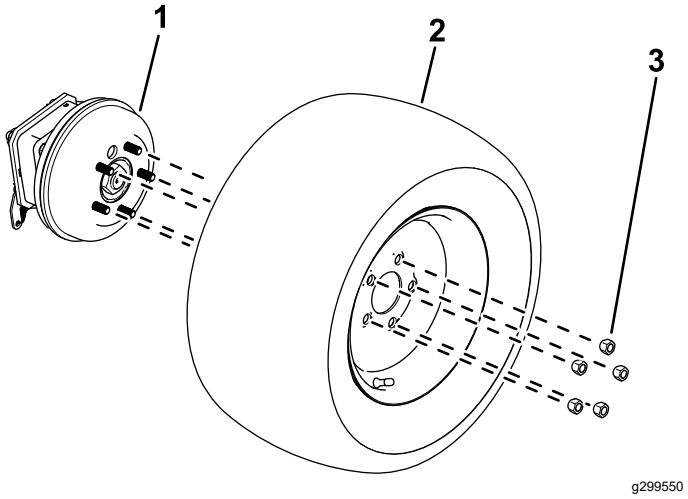

Figur 11
2. Løsn og fjern hjullåsemøtrikkerne (Figur 11).
3. Fjernede hjulene fra hjulnavene (Figur 11).
1. Brug de tidligere fjernede låsemøtrikker til at fastgøre dækkene til hjulnavene (Figur 11).